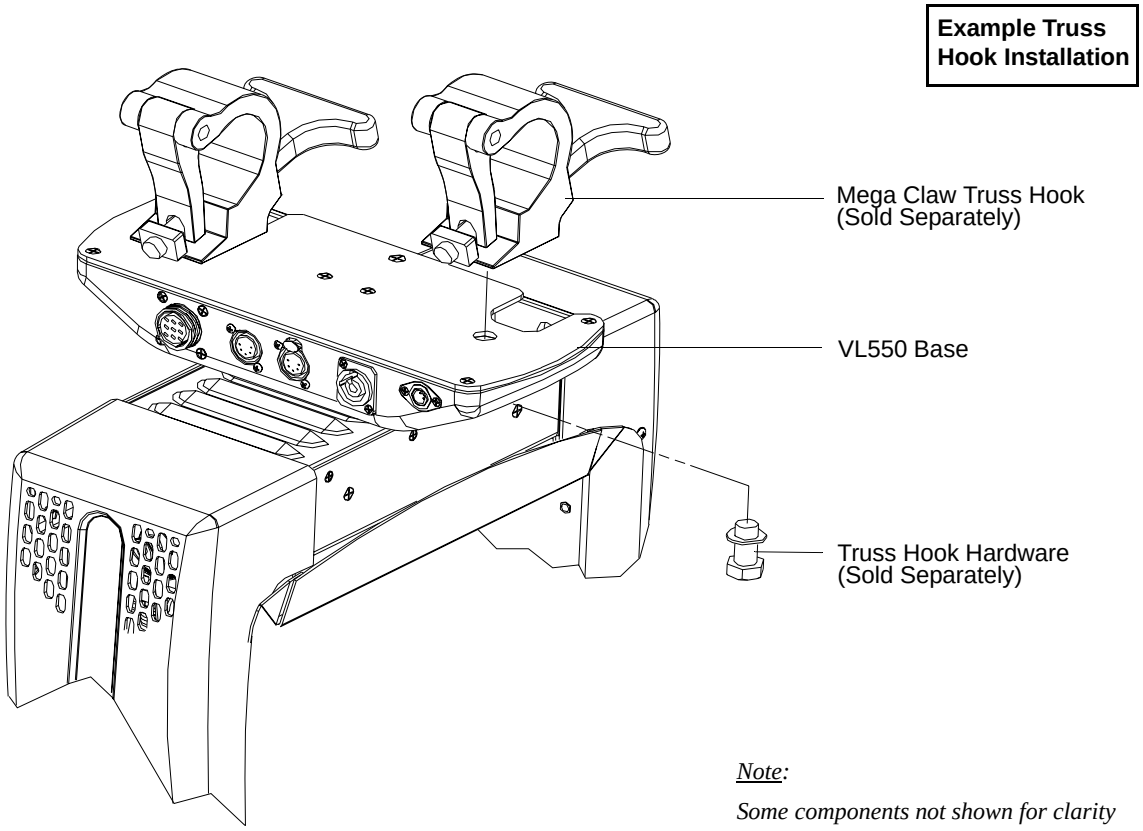
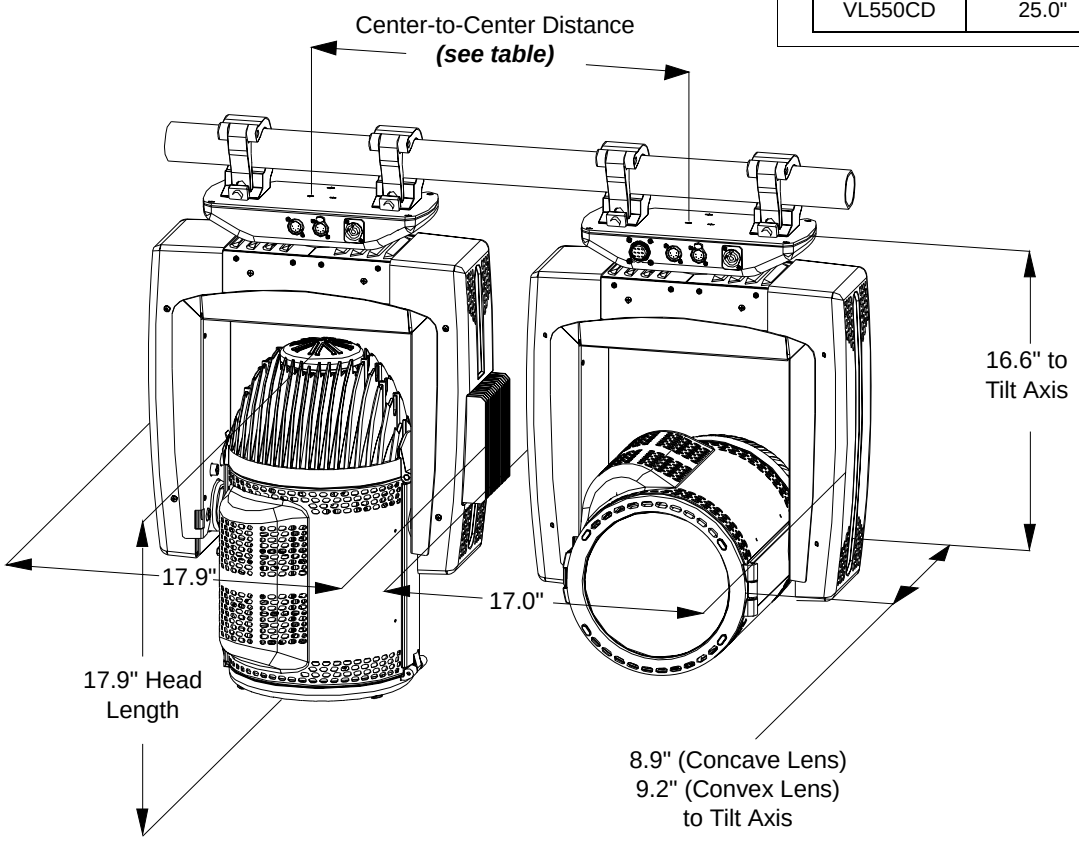

Figure 2-2: Installing Truss Hooks
Figure 2-4: Hanging Dimensions and Clearances
Step 2. After installing truss hooks, the hooks should be oriented as shown in Figure 2-2 and Figure 2-4.
VL550 wash luminaires are not designed nor sufficiently stable to sit directly on its base (foot) in a floor installation application without a suitable floor mount plate. When used in this type of application, attach a floor mounting plate to the base and make sure the mounting surface is flat and sturdy. Be sure to leave enough space around the luminaire to allow proper, uninterrupted airflow for cooling and movement; see Figure 2-4.